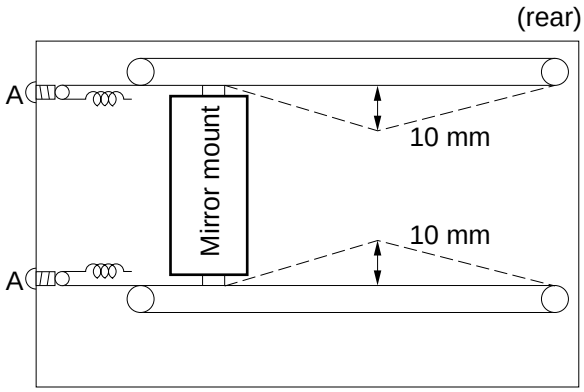

Figure 11-221
5) Check the image, and measure the non-image width shown in Figure 11-221.